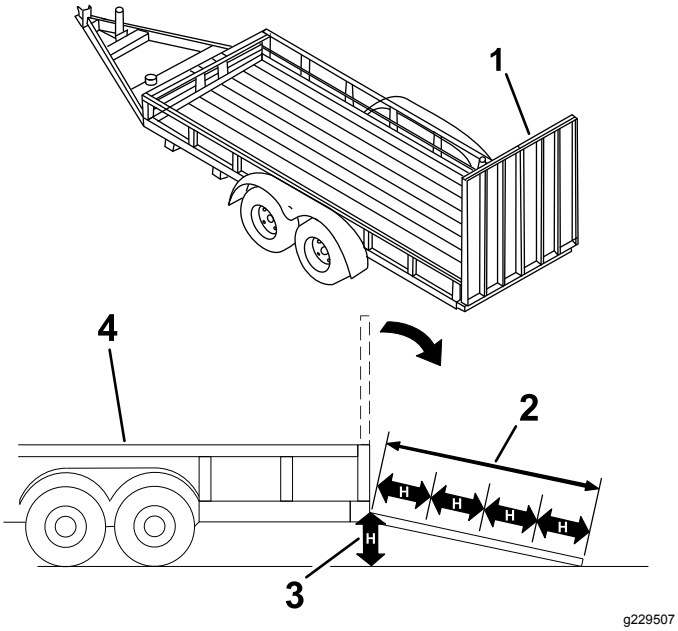

Rysunek 11
Ładowanie maszyny na przyczepę lub ciężarówkę zwiększa prawdopodobieństwo przewrócenia maszyny, co może prowadzić do poważnych obrażeń lub śmierci (Rysunek 11).
3. Opuść pochylnię (Rysunek 11).